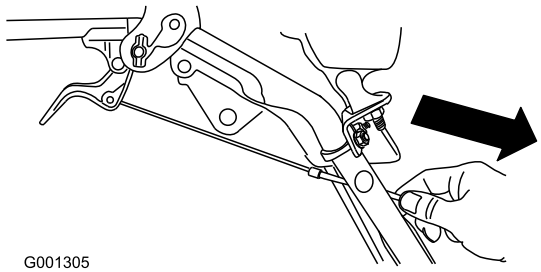

Figur 8
4. Trekk kabelkappen forsiktig ned inntil hjulclutchspaken er nede og det ikke er mer slakk i kabelen, trekk deretter til kabelklemmemutteren godt (Figur 8).